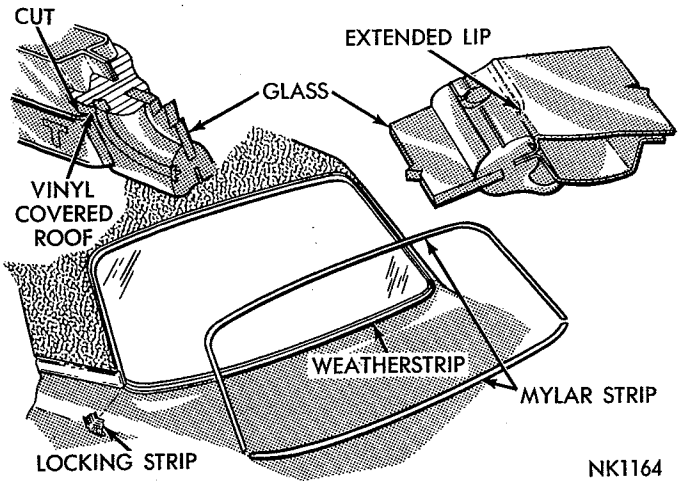

*Fig. 14—Rear Window—Valiant*
(1) Starting at bottom of window, pry out mylar trim strip (Figs. 14 and 15) from weatherstrip.
(2) Insert a fibre strip between weatherstrip and glass and strip weatherstrip from glass.
(3) With an assistant supporting glass, force glass out from either upper corner of opening.
(4) Remove weatherstrip if distorted, cut or torn. Inspect fence for bends and rough surfaces.